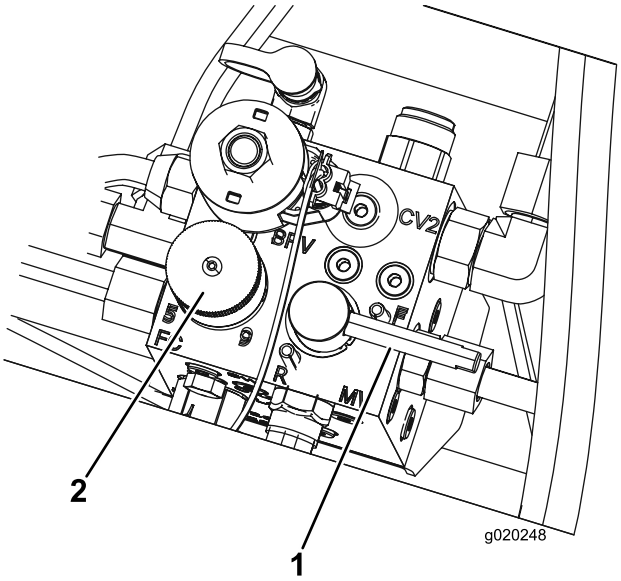

Figur 97
5. Indstil knappen til regulering af knivcylindrenes hastighed til position 1 (Figur 97).
6. Flyt baglapningsgrebet til positionen R (baglapning) (Figur 97).